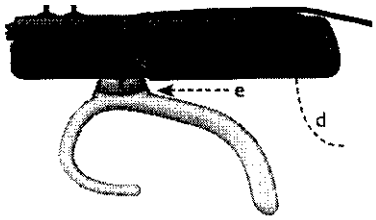

Fig. 19 Cerrando el porta baterías
5) Para cerrar el porta baterías (ver *Fig. 19*) ponga la tapa en la carcasa de tal forma que sobresalga 3 mm la parte trasera del procesador (d). Cuando la tapa se coloque correctamente, se puede empujar hacia delante (e), y se coloca en su sitio. No haga mucha fuerza al cerrar el porta baterías, ni lo coloque muy atrás de la posición indicada. Esto podría dañar el porta baterías.